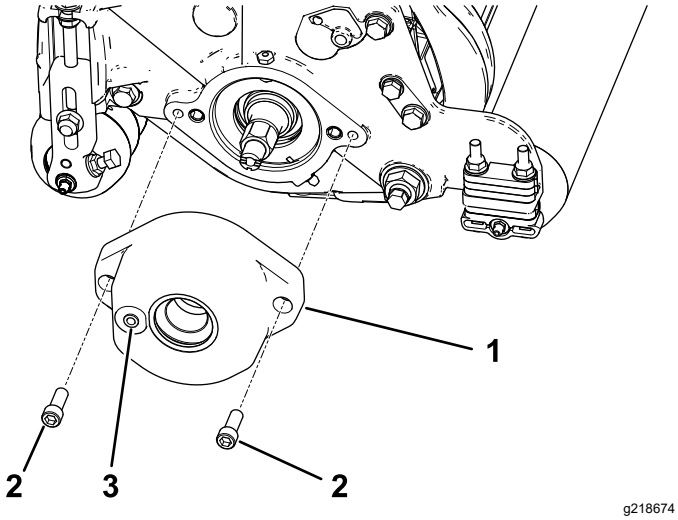

Figuur 5
3. Monteer de rolborstelbehuizing op de behuizing van de lagers van de messenkooi met 2 inbusbouten; zie Figuur 5.